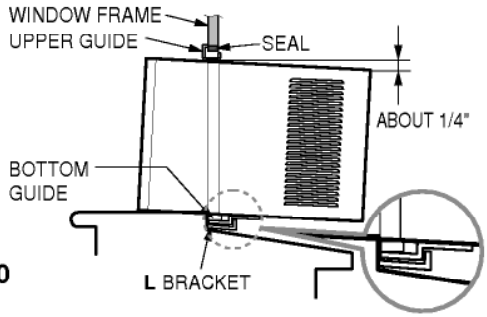

Figure 30
b. While steadying the air conditioner, carefully bring the window sash down behind the upper guide of the air conditioner, as shown in Figure. 30.